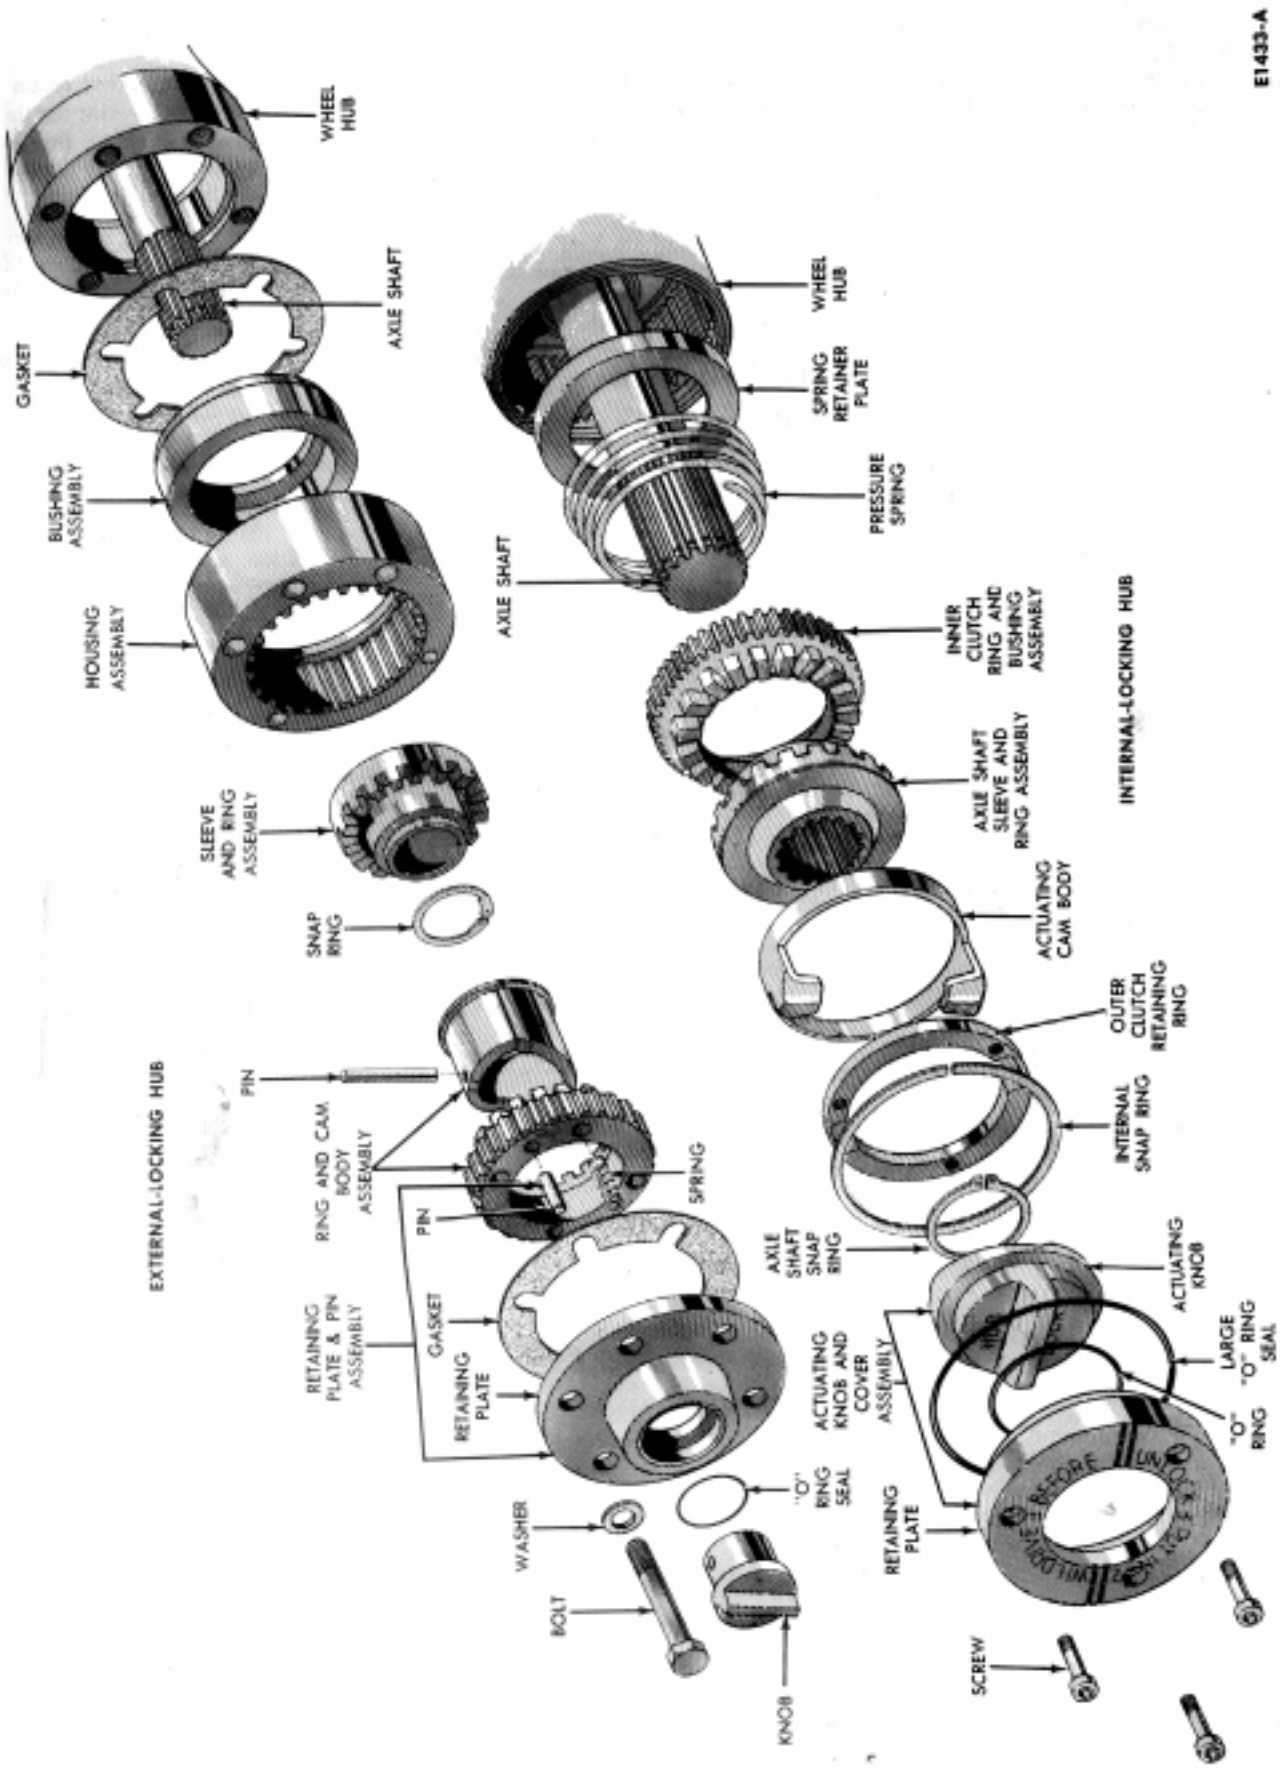

FIG. 6—Lock-Out Hub Disassembled
The optional free-running lock-out hub available for the Dana front axle is the internal locking type shown in Fig. 6.
The internal design lock-out hub assembly consists of the parts shown in Fig. 6.
The splines on the OD of the inner clutch ring and the bushing assembly mesh with the inner splines of the wheel hub. The splines on the ID of the axle shaft sleeve and ring assembly mesh with the splines on the axle shaft, with **the sleeve and ring assembly being secured** to the axle shaft by a snap ring (Fig. 6). The clutch teeth on the inner clutch ring and bushing assembly mesh with the clutch teeth of the axle shaft sleeve and ring assembly to lock the axle shaft to the wheel hub forcing the axle shaft to drive the wheel hub. Disengagement of the large teeth of the inner clutch ring and bushing assembly from the large teeth of the axle shaft sleeve assembly unlocks the axle shaft from the wheel hub to allow the wheel hub to free-wheel.
1. Remove the three screws attaching the lock-out actuating knob and retaining plate assembly to the wheel hub (Fig. 6). Remove the actuating knob and retaining plate assembly and large O-ring from the wheel hub.
2. Remove the large internal snap ring, the outer clutch retaining ring, and the actuating cam body from the wheel hub (Fig. 6).
3. While pressing inward against the axle shaft sleeve and ring assembly, remove the snap ring that secures the axle sleeve and ring assembly to the axle shaft (Fig. 6).
1. Insert the spring retainer plate into the wheel hub with the flange side facing inward (Fig. 6). Be sure spring retainer plate bottoms against the outer wheel hub bearing cup.
6. Install the large O-ring seal onto the actuating knob and retaining plate assembly (Fig. 6) and place the knob and retaining plate assembly into position in the wheel hub.